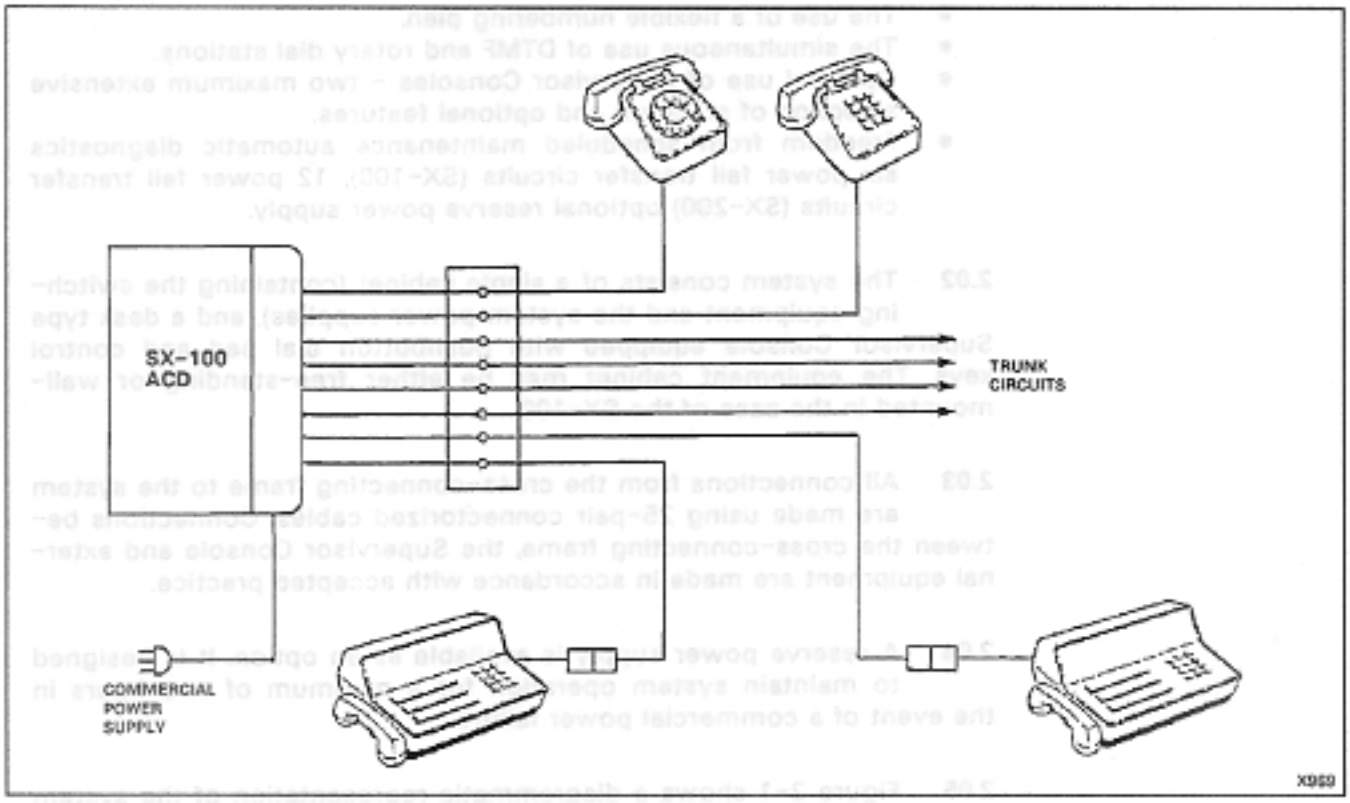

Figure 2-1 System Configuration
2.05 Figure 2-1 shows a diagrammatic representation of the system configuration.